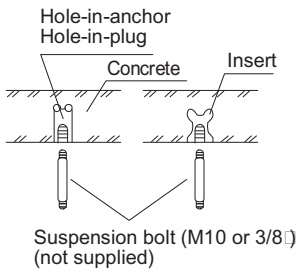

Fig. 1-38
(3) Drill holes at the 4 points indicated on the full-scale diagram.
(4) Depending on the ceiling type:
a) Insert suspension bolts (Fig. 1-38).
(5) Screw in the suspension bolts, allowing them to protrude from the ceiling (Figs. 1-38 and 1-39).